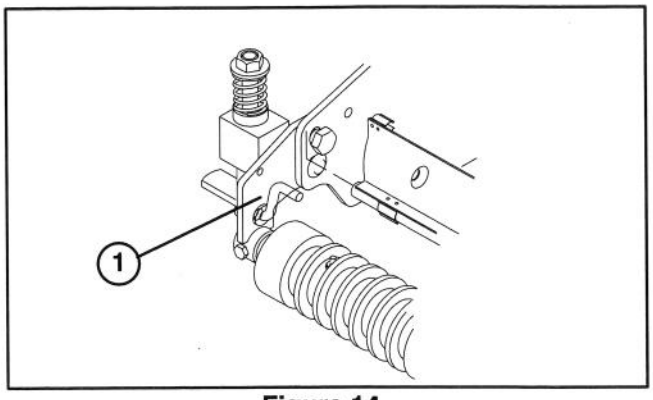

Figure 14
- Rotate adjusting rods (Fig. 14) so the top of each rod is 1/8" above the tops of the grooming reel blade. Tighten adjusting rod nuts.